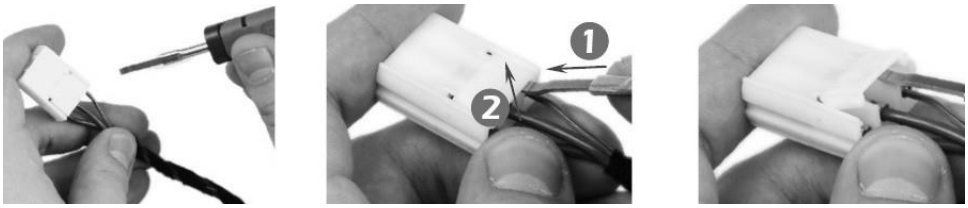

Figure 4
- Referring to Figure 4 - Use VAS 1978/17 to unlock the secondary locking mechanism